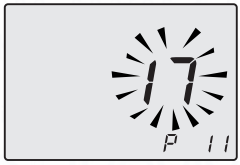

Fig. 7.29
- Scroll the various parameters using keys 17 or 18 until the letters **P11** are displayed on the LCD display, indicating that "parameter 11" (Fig. 7.29) has been activated.